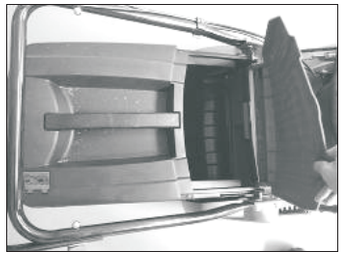
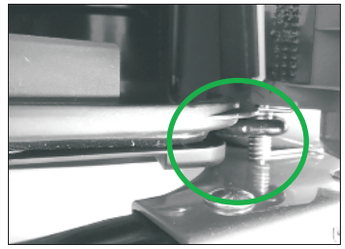
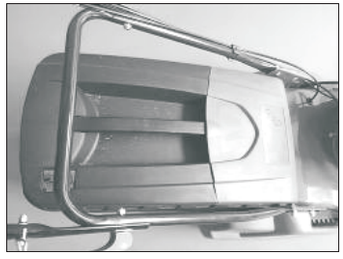

Fig. 2F
Fig. 2G
Fig.2H
1. To fit: raise the rear cover and hitch the grass catcher on rear of mower. (Fig. 2F, Fig.2G, Fig. 2H)